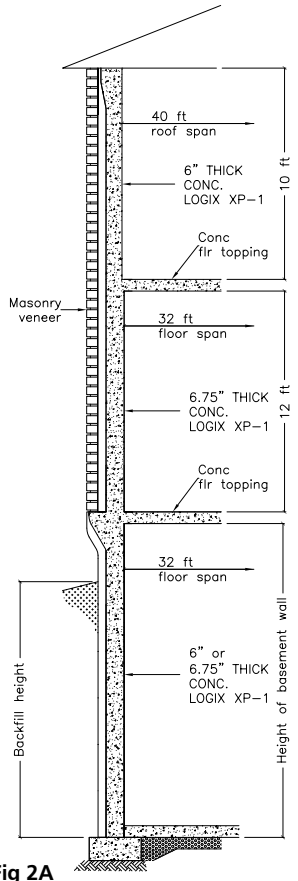

Fig 2A
Tables 2A to 2D shall be used in conjunction with corresponding Figures 2A to 2D, the notes listed below, and the building limitations noted in the "Reinforcement Tables" section, which form the basis of these tables.
2. **Table 2A** shall be read in conjunction with **Fig 2A**, and section **"Notes for Tables 2A to 2D - Logix XP-1 Below-grade Tables."**